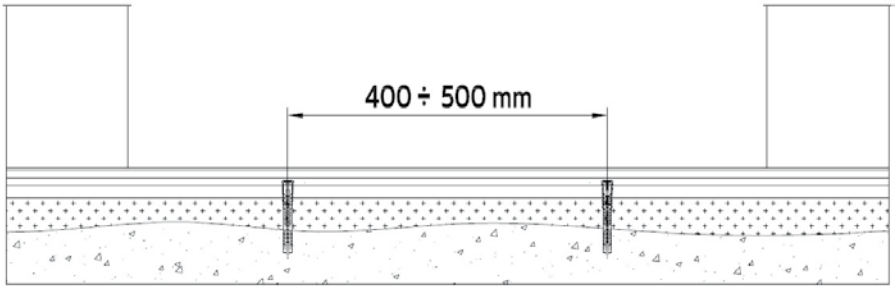
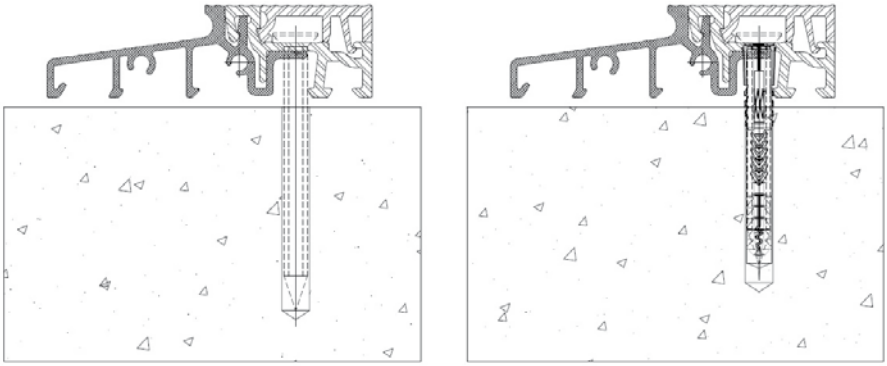

Rys. 9. Wypoziomowany montaż progu aluminiowego drzwi
Rys. 10. Próg drzwiowy montowany na kołki rozporowe lub wkręty
12. W przypadku montażu progu aluminiowego, posadzkę pod próg wypoziomować (rys. 9 str. 10). Próg należy bezwzględnie montować na kołki rozporowe lub wkręty (rys. 10 str. 11) w odległości od siebie nie większej niż 500 mm.